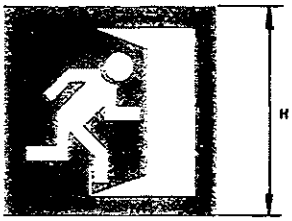

Figura 3
- Los pictogramas deberán contener símbolos que representen una "salida de emergencia", los mismos deberán ser lo más sencillos posibles, como puede observarse en la figura 3.